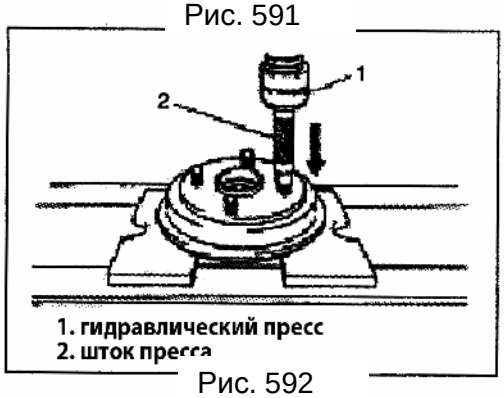

Рис. 592
3) Снимите болты колеса при помощи гидравлического пресса (Рис. 592).